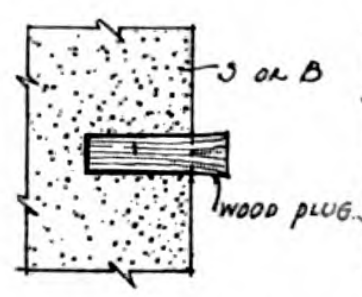
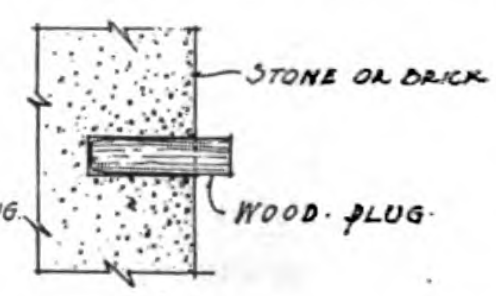

**Fig. 1 — Proper method of setting wood plug in stone wall. Make plug as small as possible**
**Fig. 2—Incorrect method of fitting plug. Plugs should not be tapered, but should fit snugly**
3. Wood plugs should fully fill the hole, as indicated by Fig. 1, and not be made with sharp taper as indicated in Fig. 2, which is the incorrect form of plug and the kind that easily becomes loose. W. G.
Figs. 1 and 2 show the common arrangement of dials. The small index hand on upper dial is not taken into consideration when reading the meter, but merely for testing.
**Fig. 1 and 2—Showing the usual arrangement of dials on a gas meter**
The index hands do not move in the same direction. This will be noted on Figs. 1 and 2.
When reading a meter, annex two cyphers at the right hand of the figures indicated. The index shown in Fig. 1 reads 48,700. Suppose after being used for a time, the hands should have the positions shown in Fig. 2.